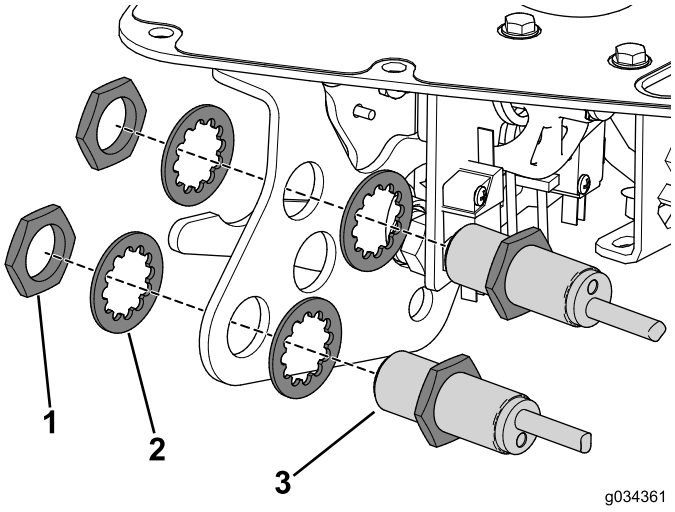

Figur 7
5. Fjern de møtrikker, der fastgør nærhedssensorerne til funktionshåndtagets beslag (Figur 7).